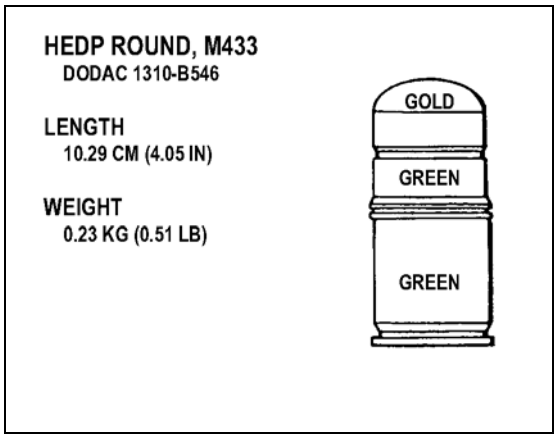

Figure 3-10. HEDP round.
(1) ***High-Explosive Dual Purpose Round***. The HEDP round has an olive drab aluminum skirt with a steel cup attached, white markings, and a gold ogive (head of the round) (Figure 3-10). It penetrates at least 5 cm (2 inches) when fired straight at steel armor at 150 meters or less, or, at a point target it arms between 14 and 27 meters, causes casualties within a 130-meter radius, and has a kill radius of 5 meters.